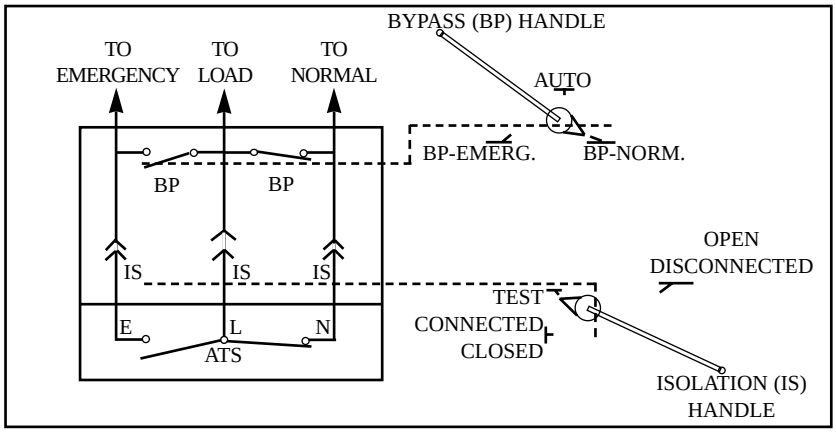

Figure 3. With the isolation (lower) handle moved to the test position, the transfer switch can be electrically tested without disrupting the load.
2. Allow the transfer switch to be tested without interruption of power to the load. See Figure 3.
Furthermore, when the transfer switch is in the test or open position as shown in Figures 3 and 4, a two-way bypass-isolation switch can be used to transfer the load to the alternate source if the source to which it has been bypassed fails. One-way devices cannot provide these features.